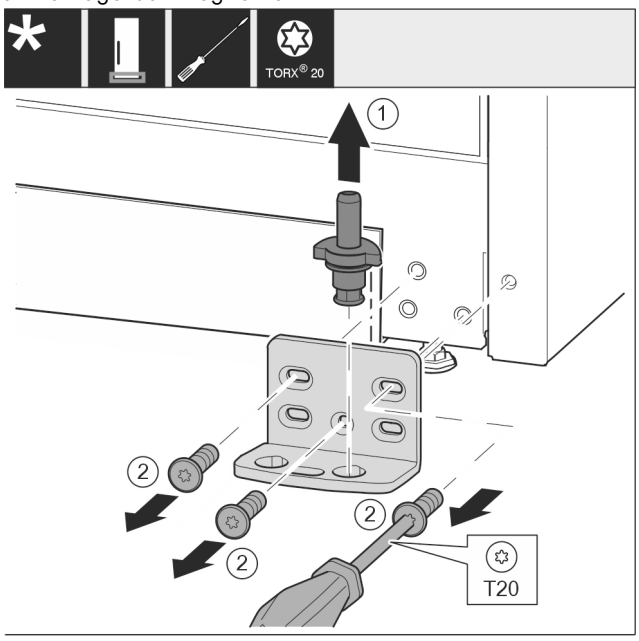

*Fig. 18 **
- ▶ Lagerbout *Fig. 18 (1)* volledig naar boven toe wegtrekken.*
- ▶ Schroeven *Fig. 18 (2)* met schroevendraaier er uit draaien en het lagerbok wegnemen.*